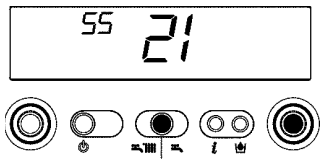

Рис. 58
- Подтвердите новое значение, нажав кнопку ENTER. Цифры перестанут мигать (рис. 58).